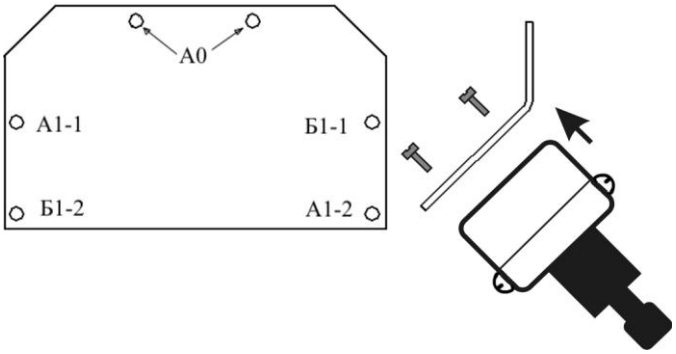

Рис. 6.12
6.4.2.1 Крепление БПРД и БПРМ на консолях узлов крепления УК-01(П), УК-02(П), УК-03(П) производится с помощью **УКБ-1** (см. рис. 6.12). Отверстия А1-1 и А1-2 или Б1-1 и Б1-2 предназначены для крепления БПРД (БПРМ), а отверстия А0 – для крепления к консоли. Необходимая ориентация БПРД (БПРМ) обеспечивается выбором крепежных отверстий А-1 или Б-1. Верхний и нижний провода ЧЭ не должны пересекаться, для чего при установке БПРД и БПРМ необходимо ориентировать таким образом, чтобы ввод ВП был направлен вниз и в сторону точки крепления верхнего провода, а ввод НП – вниз и в сторону точки крепления нижнего провода, т. е. для обеспечения правильности и удобства монтажа. Должен обеспечиваться наклон блока в сторону специального отверстия, который обеспечит свободный сток сконденсированной влаги.